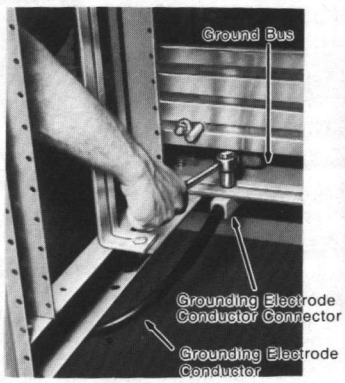

Figure 13
1. Run a grounding electrode conductor from the grounding electrode at the installation site to the ground lug located on the switchboard ground bus (See Figure 13). Select the proper material and size the